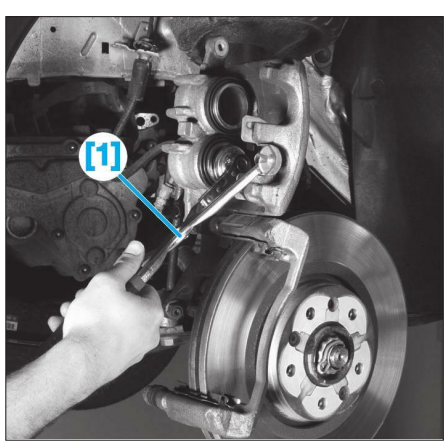

**Fig. 3**
• A l'aide d'un repousse piston [1], repousser les pistons tout en vérifiant le niveau de liquide frein **(Fig.3)**.